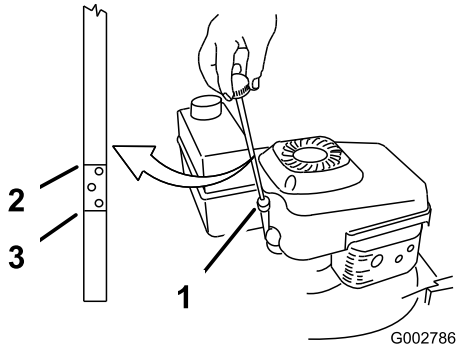

Bild 13
Stellen Sie vor jedem Einsatz sicher, dass der Ölstand zwischen den Marken Add (Nachfüllen)“ und Full (Voll)“ am Peilstab steht (Bild 13).
2. Reinigen Sie den Bereich um den Peilstab (Bild 13).
6. Nehmen Sie den Peilstab heraus und lesen Sie den Ölstand ab (Bild 13).